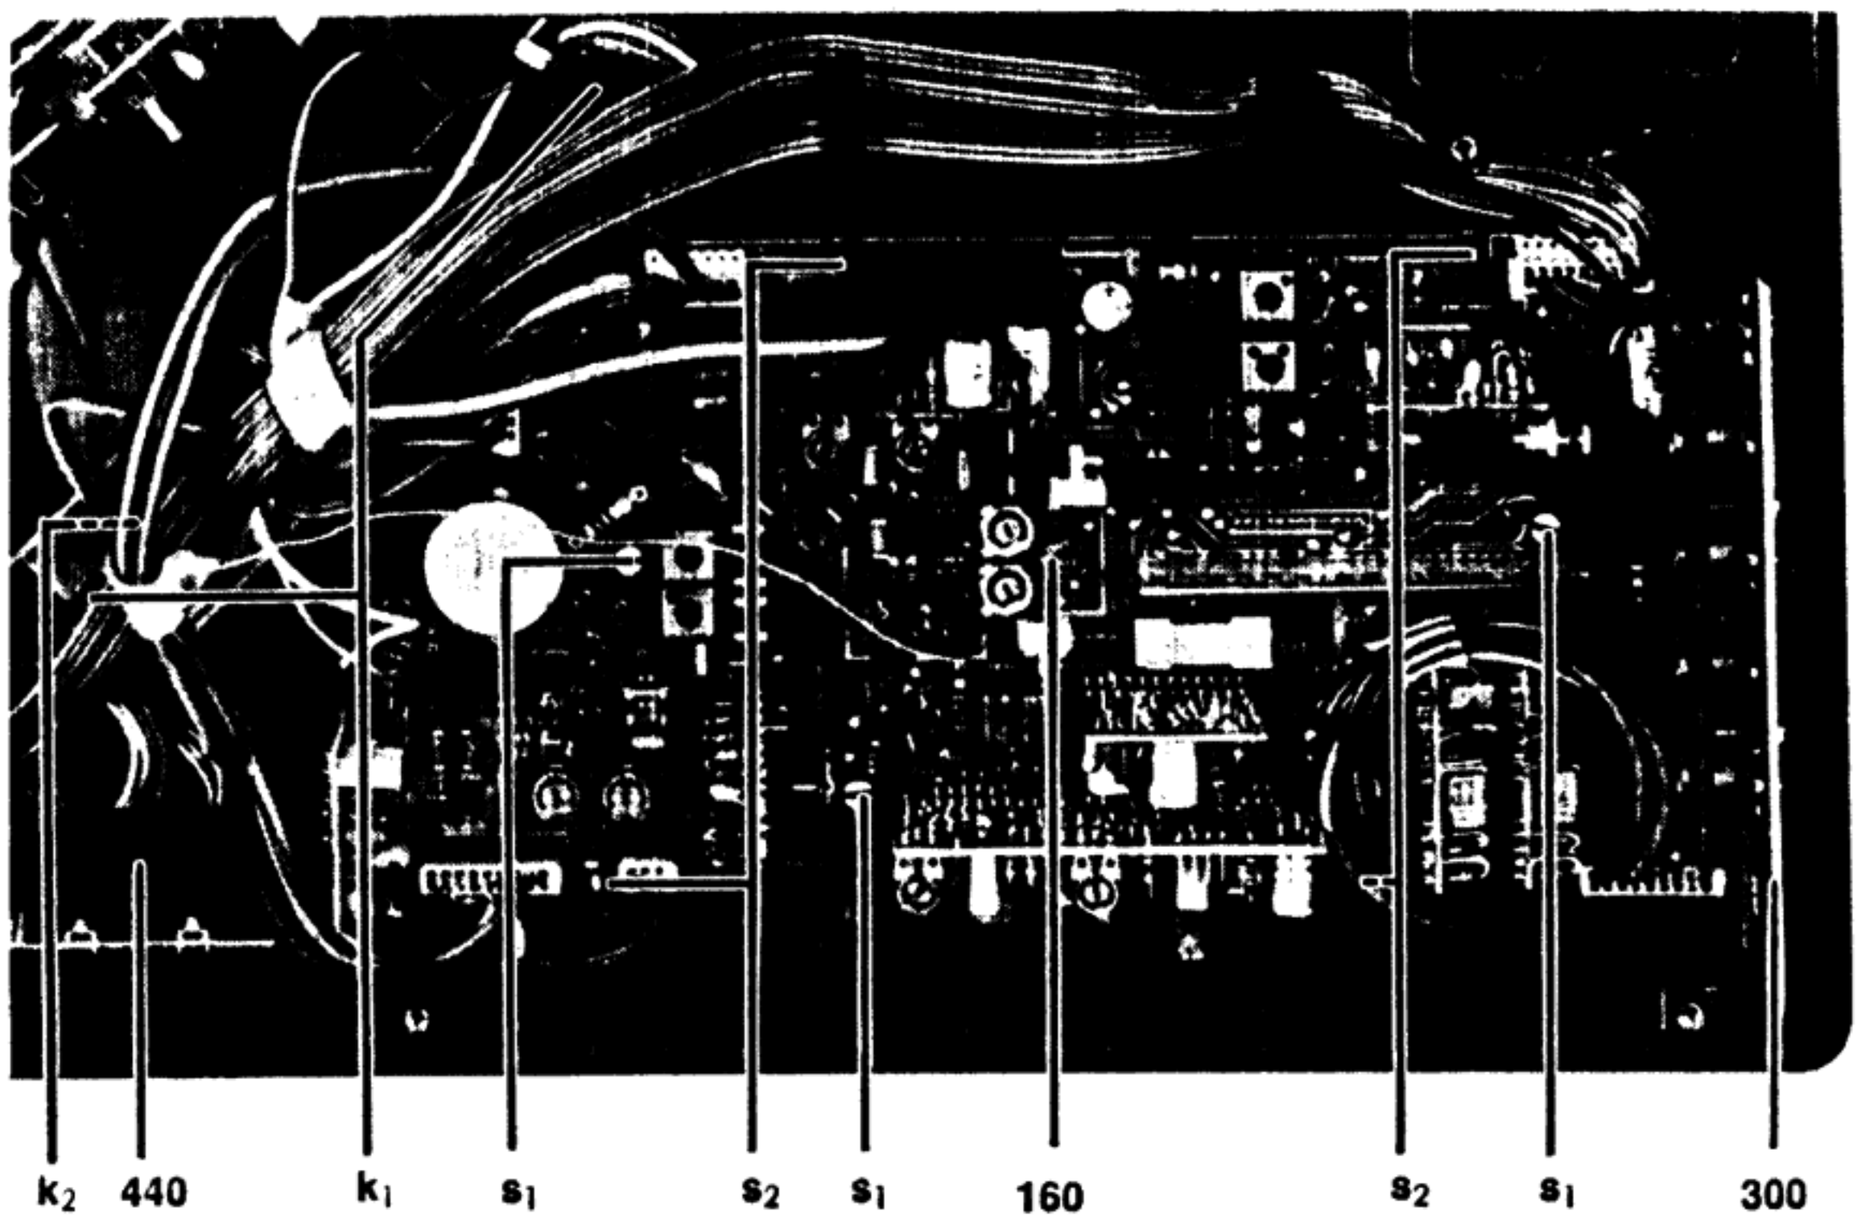

Abb. 10 Chassisplatte
21. Chassisplatte 160 und Buchsenbaustein 300 [Abb. 10]
25. Riemen [Abb. 10]